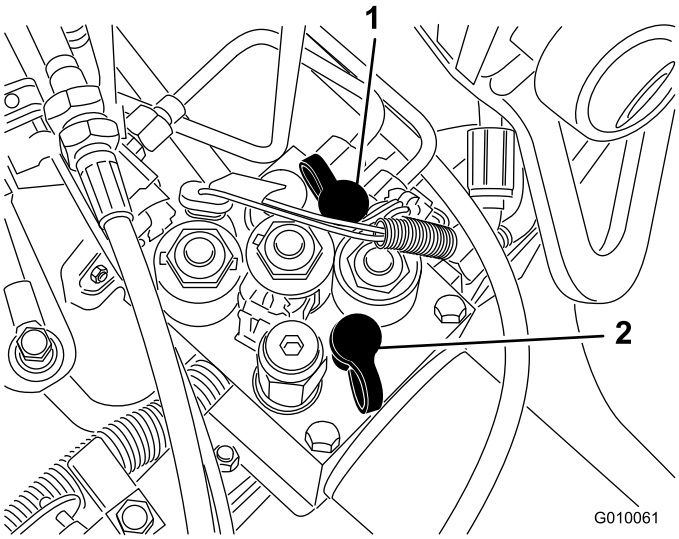

Figuur 60
- Testpoort G 2 (Figuur 60) wordt gebruikt om problemen met het laadcircuit van de tractie te verhelpen.
- Testpoort G 1 (Figuur 60) wordt gebruikt om problemen met de druk in het hefcircuit te verhelpen.